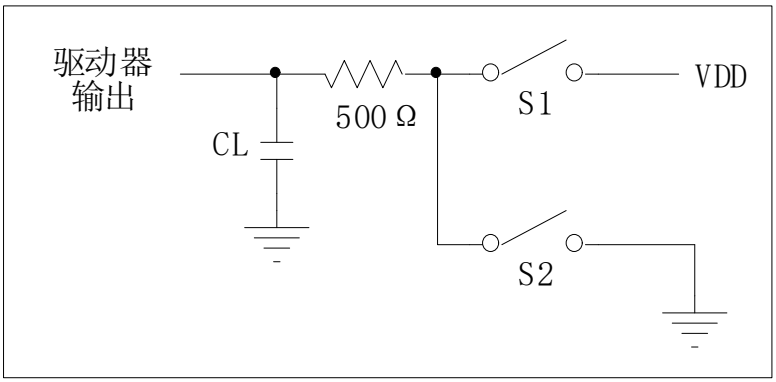

Figure 3 Driver enable/inhibit timing test
(3) Test circuitry is shown in Figure 3